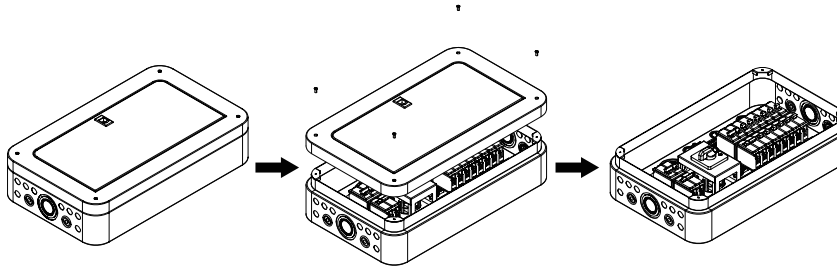

Figure 2.2 Remove Front Cover
1) Take out the screw from the front cover of Sub Panel and remove it as **Figure 2.2.**